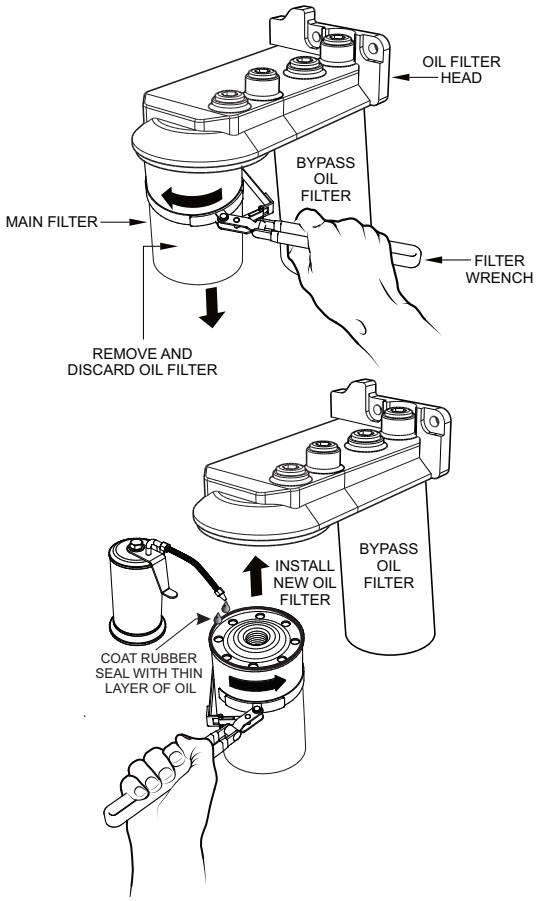

Figure 56. Engine Oil Filter Replacement
1. Clean the area around the **oil filter head** (Figure 56).
2. Using an **oil filter wrench**, remove the **engine oil filter** (Figure 56).
3. Coat the rubber seal (gasket) surface of the new oil filter with clean 15W-40 engine oil (Figure 56).